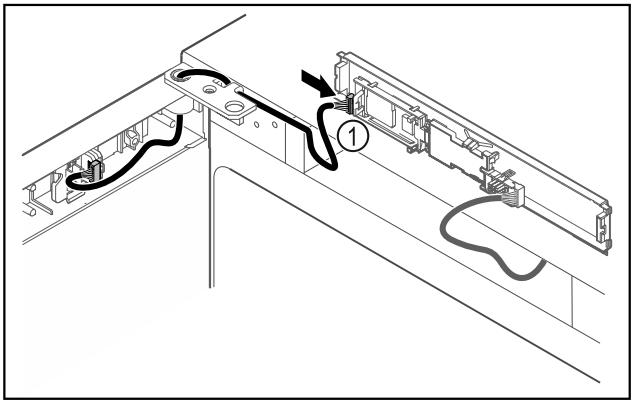

Fig. 43
▶ Connect the plug *Fig. 43 (1)* to the circuit board.